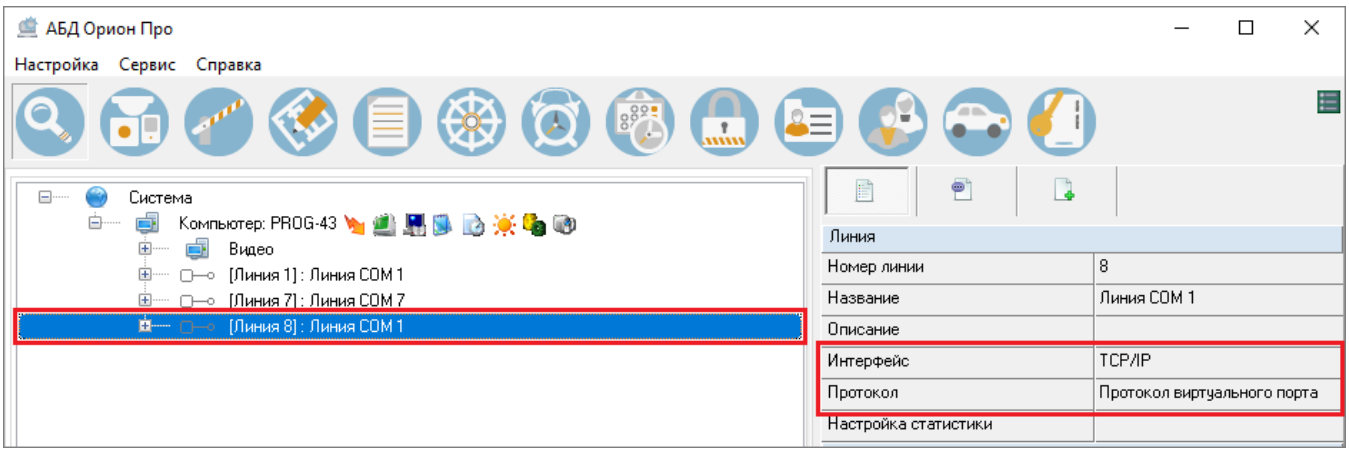

Рисунок 6-94 Добавленная мастером изменения протокола линия
– В дереве системы появится еще одна или несколько новых внутренних линий компьютера с интерфейсом «TCP/IP» и протоколом «Протокол виртуального порта» (см. Рисунок 6-94). Общее количество линий (вместе с изменяемой линией) будет соответствовать количеству С2000-Ethernet, для которых в мастере изменения протокола были привязаны приборы;